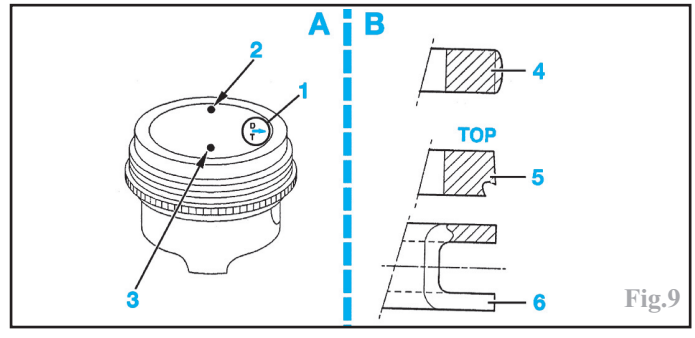

Fig.9
Les pistons sont disponibles en 3 classes repérées par les lettres **A**, **B** et **C** frappées sur la tête du piston (Fig.9). Un autre repère est également frappé sur la tête du piston. Il indique l'appariement avec l'axe.
À la repose, orienter la flèche (1) gravée sur la tête des pistons vers la distribution (Fig.9).
-1 segment coup de feu avec profil bombé (4) (Fig.9).
-1 segment d'étanchéité avec profil conique en “bec d'aigle” (5).
-1 segment racleur avec expandeur (6).